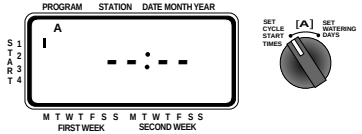

FIGURE 5 : Ecran d'affichage et heures de début
- Tournez le bouton à la position **CYCLE START TIMES** du programme désiré. L'écran affichera A ou B selon le programme sélectionné. Il affichera aussi —— : —— et un curseur clignotant s'affichera en **START 1 [voir la figure 5].**